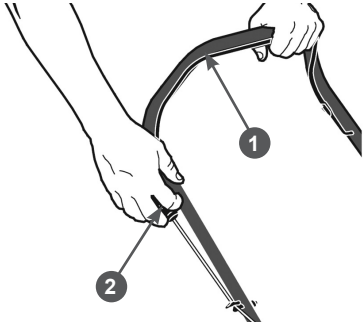

Рис. 15 Запуск двигателя
4. Встаньте позади газонокосилки. Левой рукой нажмите на рычаг 1 остановки двигателя и удерживайте его, а правой рукой возьмите ручку 2 стартера (Рис. 15).